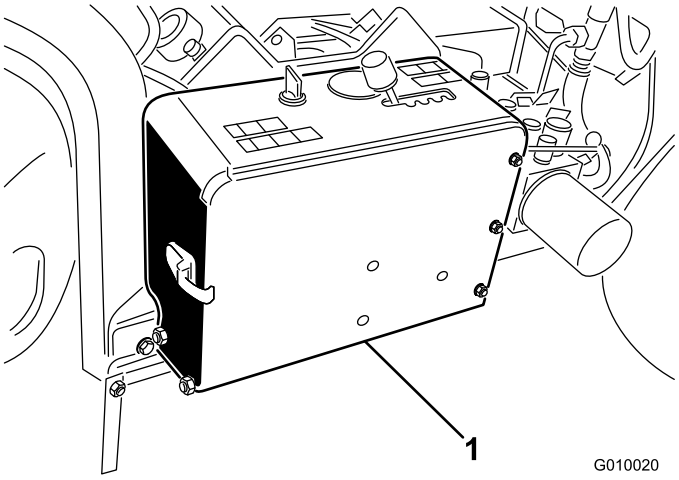

Figur 5
2. Fjern batteriet fra batterirummet (Figur 5).